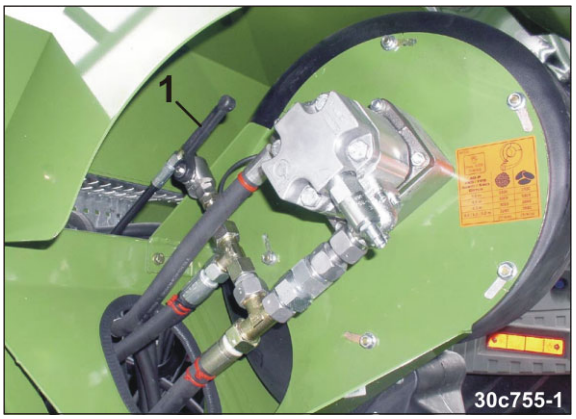
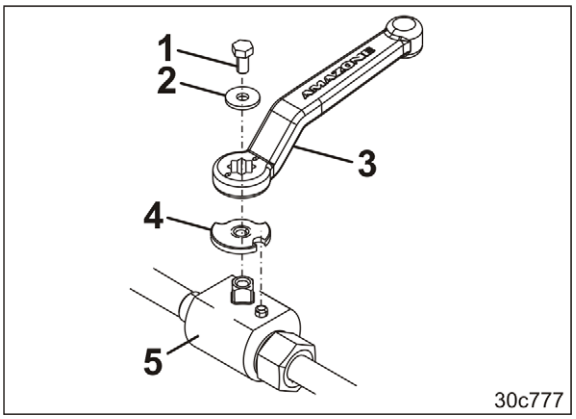

Fig. 16
Fig. 17
2. Das Sicherungsblech (Fig. 17/4), das den Ventilgriff (Fig. 16/1) fixiert, entfernen.
- 2.1 Die Schraube (Fig. 17/1) lösen.
- 2.2 Die Scheibe (Fig. 17/2) entfernen.
- 2.3 Den Griff (Fig. 17/3) abziehen.
- 2.4 Das Sicherungsblech (Fig. 17/4) entfernen.
- 2.5 Den Ventilgriff (Fig. 17/3) in umgekehrter Reihenfolge am Ventil (Fig. 17/5) befestigen.
→ Figur (Fig. 16) zeigt die Stellung des Ventilgriffes bei geschlossenem Ventil.